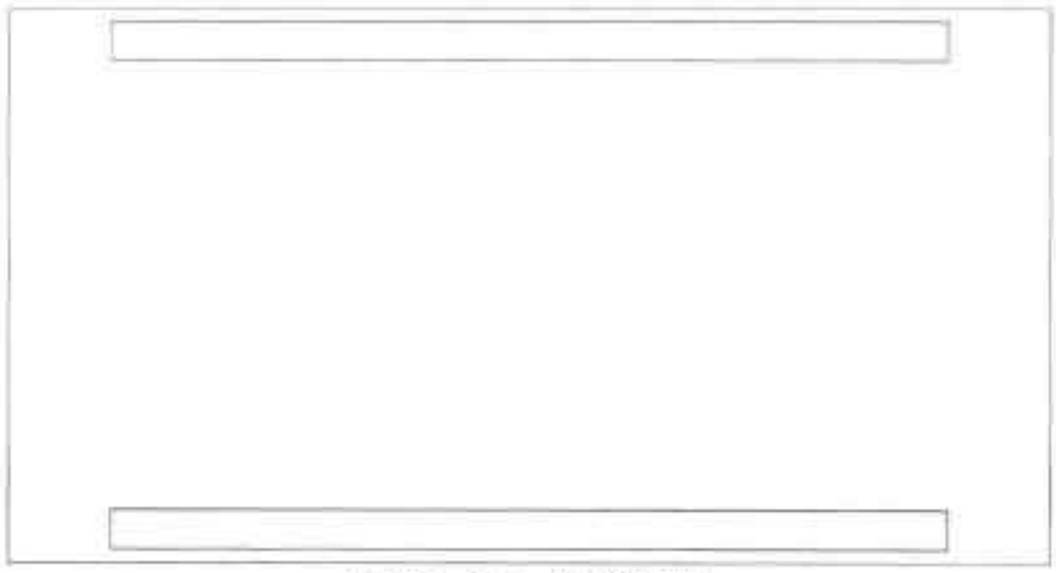

图20-68 修剪线段
Step 04 执行“修剪”命令，对偏移后的线段进行修剪，结果如图 20-68 所示。